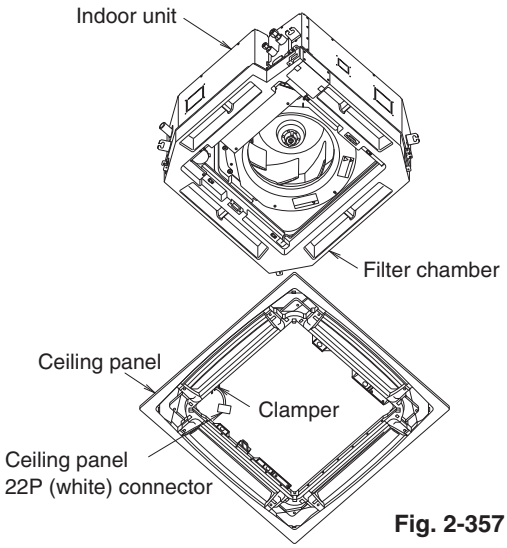

Fig. 2-357
(3) Installing Ceiling Panel (Fig. 2-357)